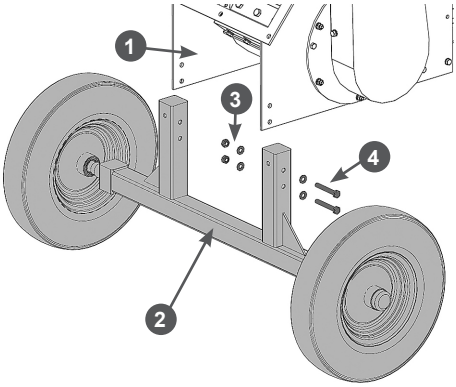

Рис. 7 Установка кронштейна с колёсами
5. Прикрепите кронштейн с колёсами к корпусу измельчителя. Совместите отверстия в корпусе 1 измельчителя и кронштейне 2 колёс, вставьте в отверстия болты 4 и закрутите гайки 3 (Рис. 7).